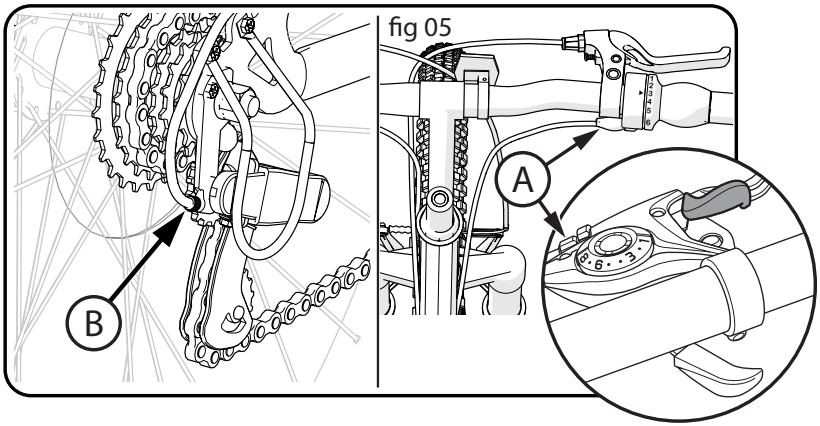

fig 05
- Tourner le réglage du barillet de la manette A et du dérailleur arrière B complètement vers l'INTÉRIEUR (**fig. 05**).